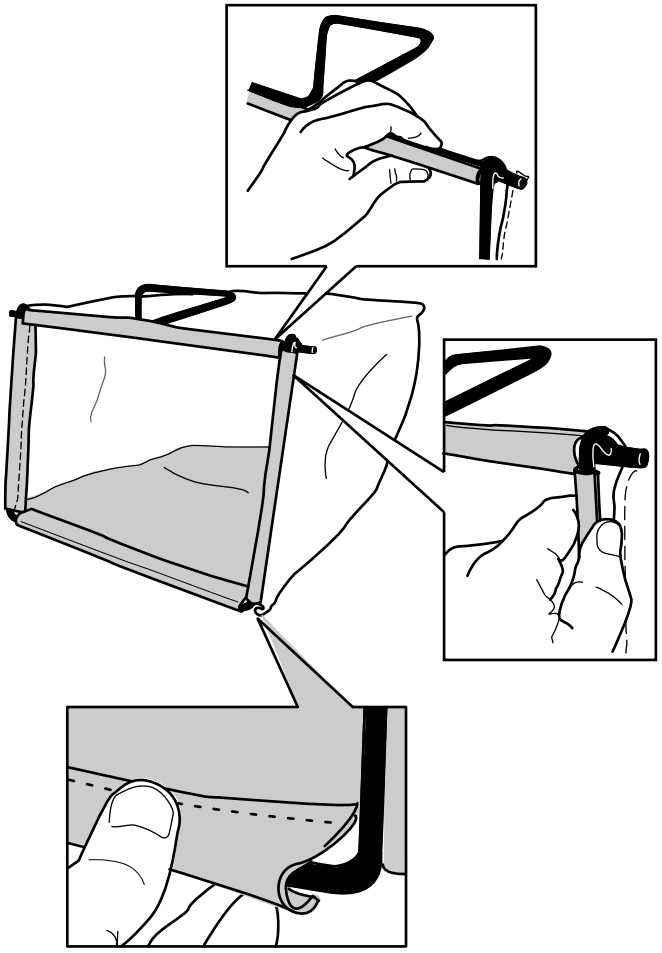

Figur 10
2. Sæt posens nederste kanal fast på bunden af stellet (Figur 10).
3. Sæt posens top- og sidekanaler på hhv. toppen og siderne af stellet (Figur 10).